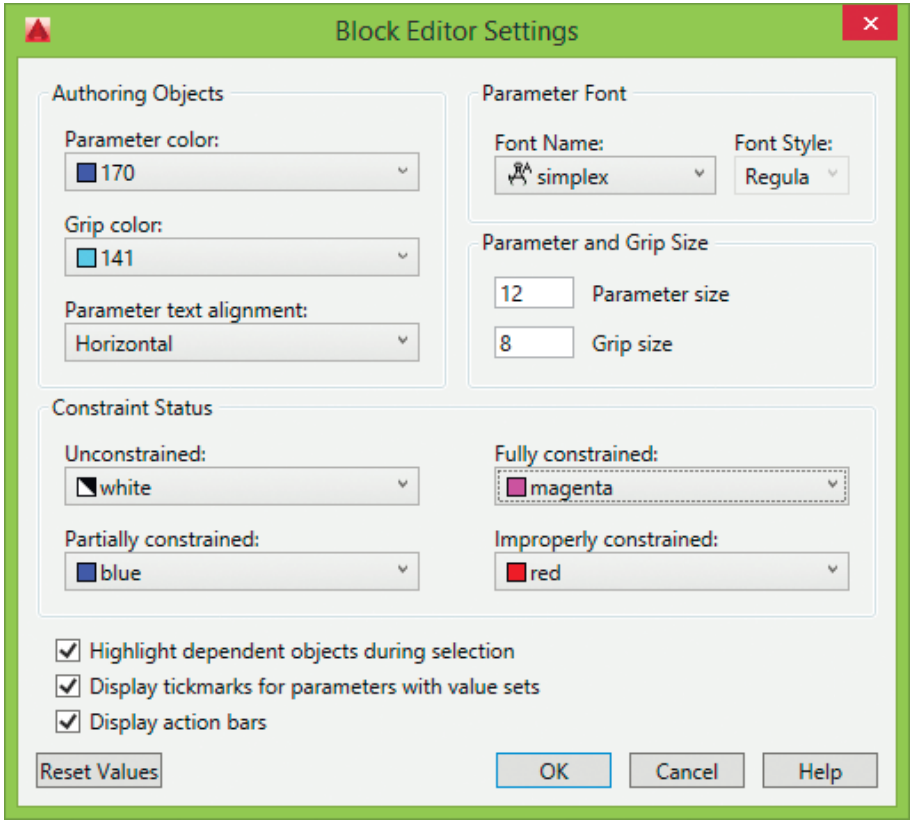

Рис. 3.15. Диалоговое окно настройки редактора блока
- Кнопка **Block Editor Settings...** загружает одноименное диалоговое окно, позволяющее редактировать настройки блока (рис. 3.15):